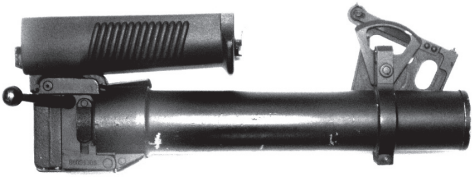

Rys. 107. Odłączone łoże wsunięte w podwieszenia granatnika Pallad
3. Przygotować łoże standard. Łoże wsunąć występem tylnym części w kwadratowy otwór tylnego podwieszenia granatnika Pallad (rys. 107).